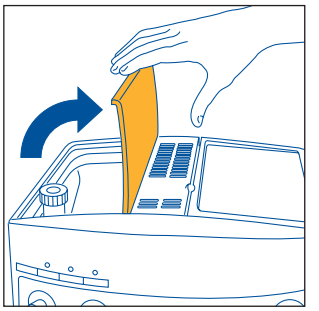

Fig.2
- Ouvrez le couvercle du réservoir de café en grains (fig.2)